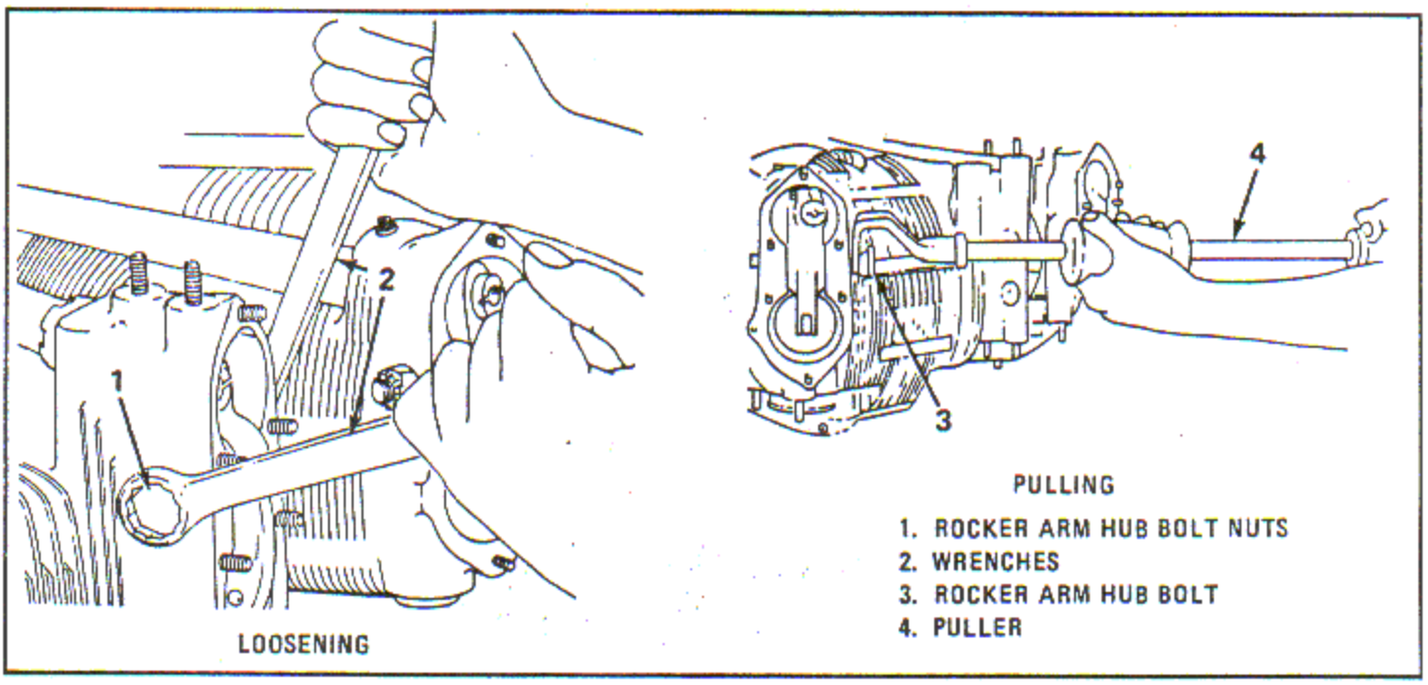

Figure 4-9. Loosening and Pulling Rocker Arm Hub Bolt Nut
b. Remove the cotter pins from the rocker arm hub bolt nuts (1, figure 4-9).
c. Using two suitable wrenches (2) remove rocker arm hub bolt nuts (1) and spherical washers.
d. Turn the propeller shaft, if necessary, to remove any pressure exerted by the push rod. Push the rocker arm hub bolt (3) out, remove the rocker arm and push rod.
e. Remove the spherical washer from rocker arm hub bolt (3, figure 4-9) and discard the rubber oil seal rings. Discard the hub bolt if it has the letter "C" stamped on the head, or if it has no letter on the head.
f. If rocker arm hub bolt (3) will not move readily by hand pressure, use puller (4).